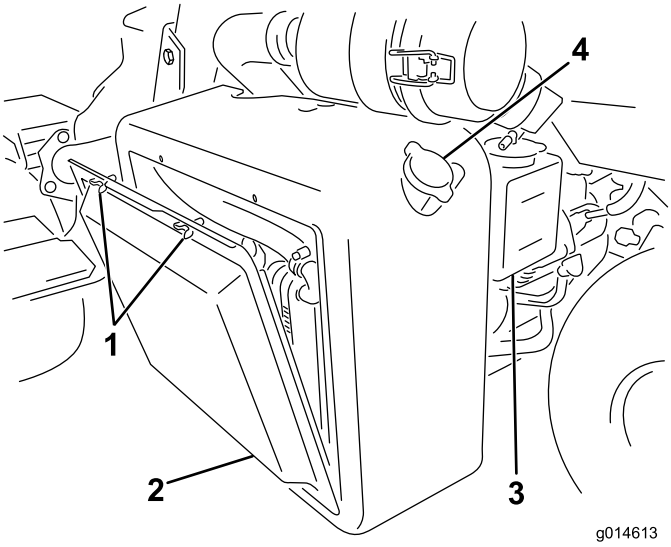

**Figur 54**
1. Ta av radiatorskjermen (Figur 54).